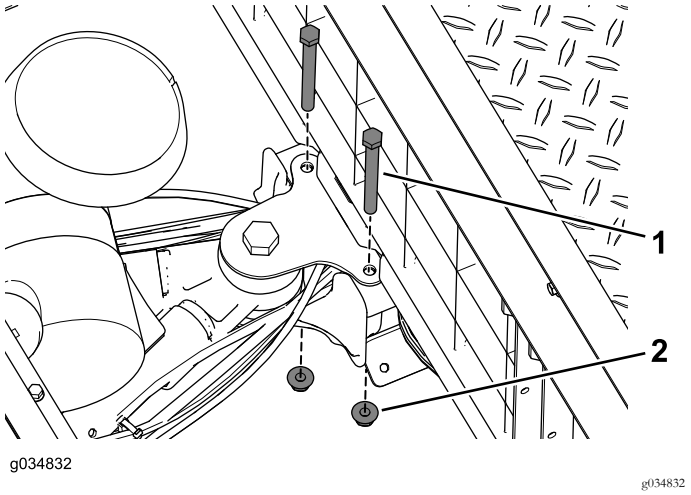

Figura 19
6. Retire los pernos y las tuercas con arandela prensada que sujetan el soporte del brazo de giro al perfil central (Figura 19).